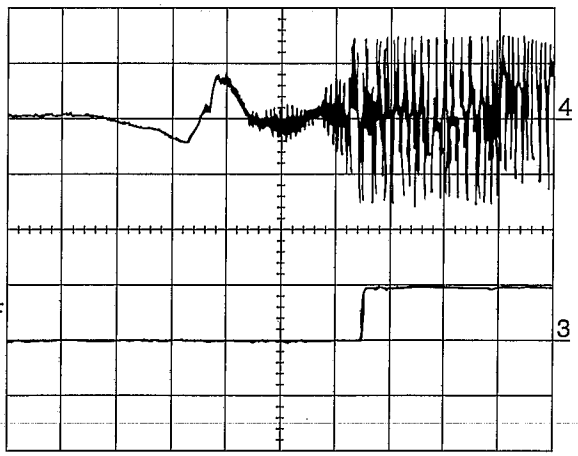

Figure 51-3
- The waveform shown in Fig.51-3 appears, and no-disc state appears soon. Yes → Tracking servo is inoperative. Yes → Check the periphery of IC 1 pin 8 to pin 15, and IC 3 to CNP2.